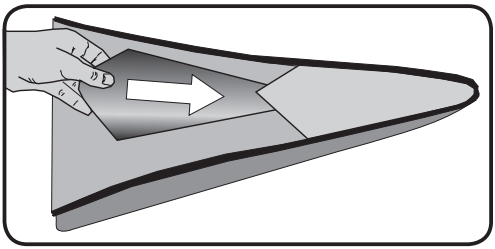

*Figure 4. Plastic Bow and Stern Insert*
9. Finally, insert plastic Bow and Stern Forms into the grey pockets on the bow and stern of the kayak. *See Figure 4*